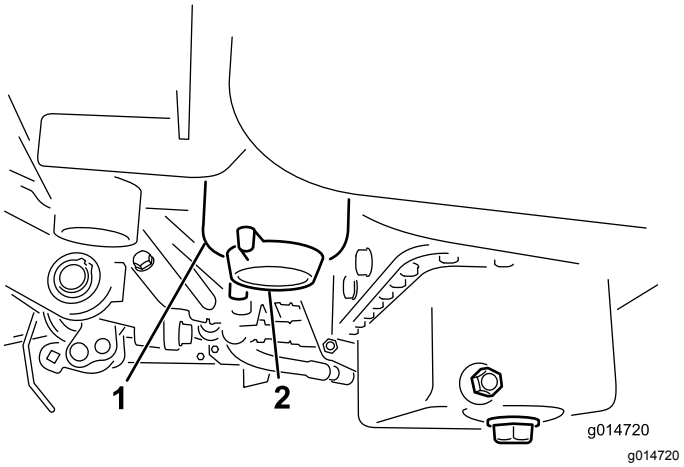

Rysunek 28
3. Odkręć korek spustowy na filtrze paliwa, wykonując około jeden obrót, i zlej całą zgromadzoną wodę (Rysunek 28).